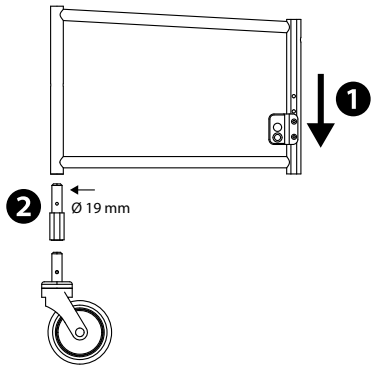

fig.19
2. Afloje las placas adaptadoras de las ruedas traseras y colóquelas a la altura de los dos orificios inferiores del chasis (1, fig. 19).
4. A continuación, coloque los dos adaptadores de altura (□ 19 mm) de las ruedas directrices (2, fig. 19) y atorníllenos al chasis.